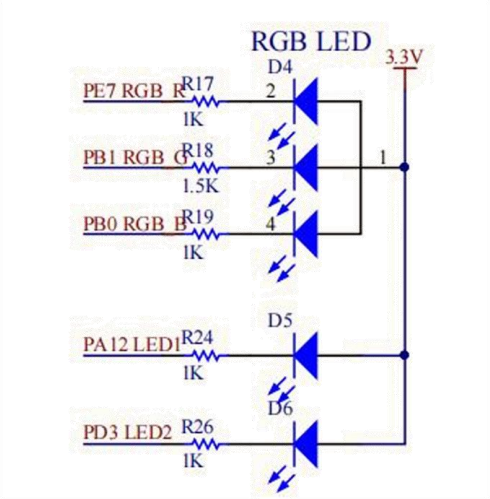
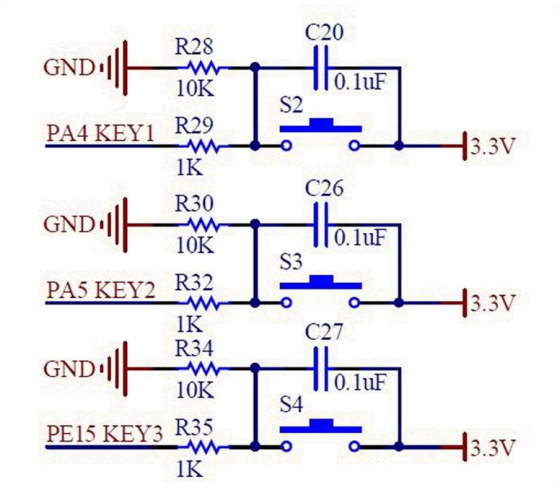

图 1
图 2
2、学习板上 LED 灯和按键的硬件连接如图 1 和图 2 所示，要求通过编程来控制 LED 灯的亮灭。请完成以下问题
1、如图 2 所示，LED2 灯的控制引脚是连接在 GPIO 的哪个引脚上，当引脚 输出高电平时，LED2 灯是亮还是灭？